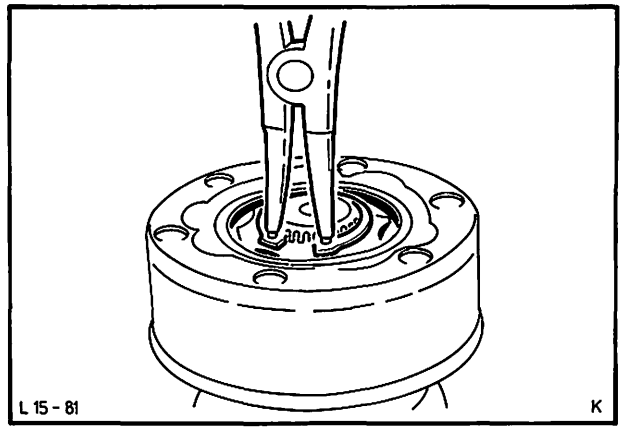

Abb. 127 Äußere Sicherungsringe entfernen
1. Äußere Sicherungsringe (2 Stück) entfernen und Gleichlaufverschiebegelenke (2 Stück) von der Welle abziehen, Abb. 127.